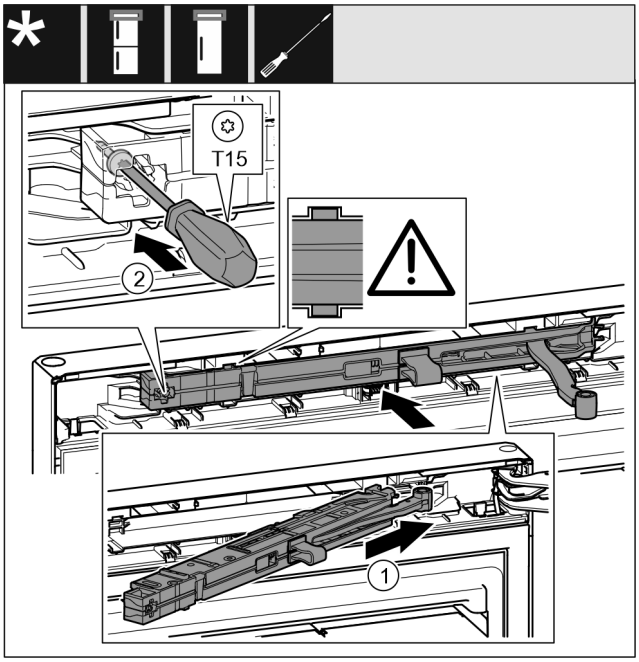

Fig. 42
- ▶ Pe partea suportului de lagăr împingeți înclinat unitatea amortizorului de închidere *Fig. 42 (1)* până la opritor în degajare.
- ▶ Înșurubați ferm șurubul *Fig. 42 (2)* cu o șurubelniță.